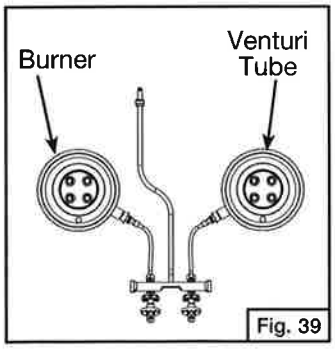

Fig. 39
8. Make sure the orifice fittings are inside the venturi tubes, then tighten all self tapping screws. (Fig. 39)